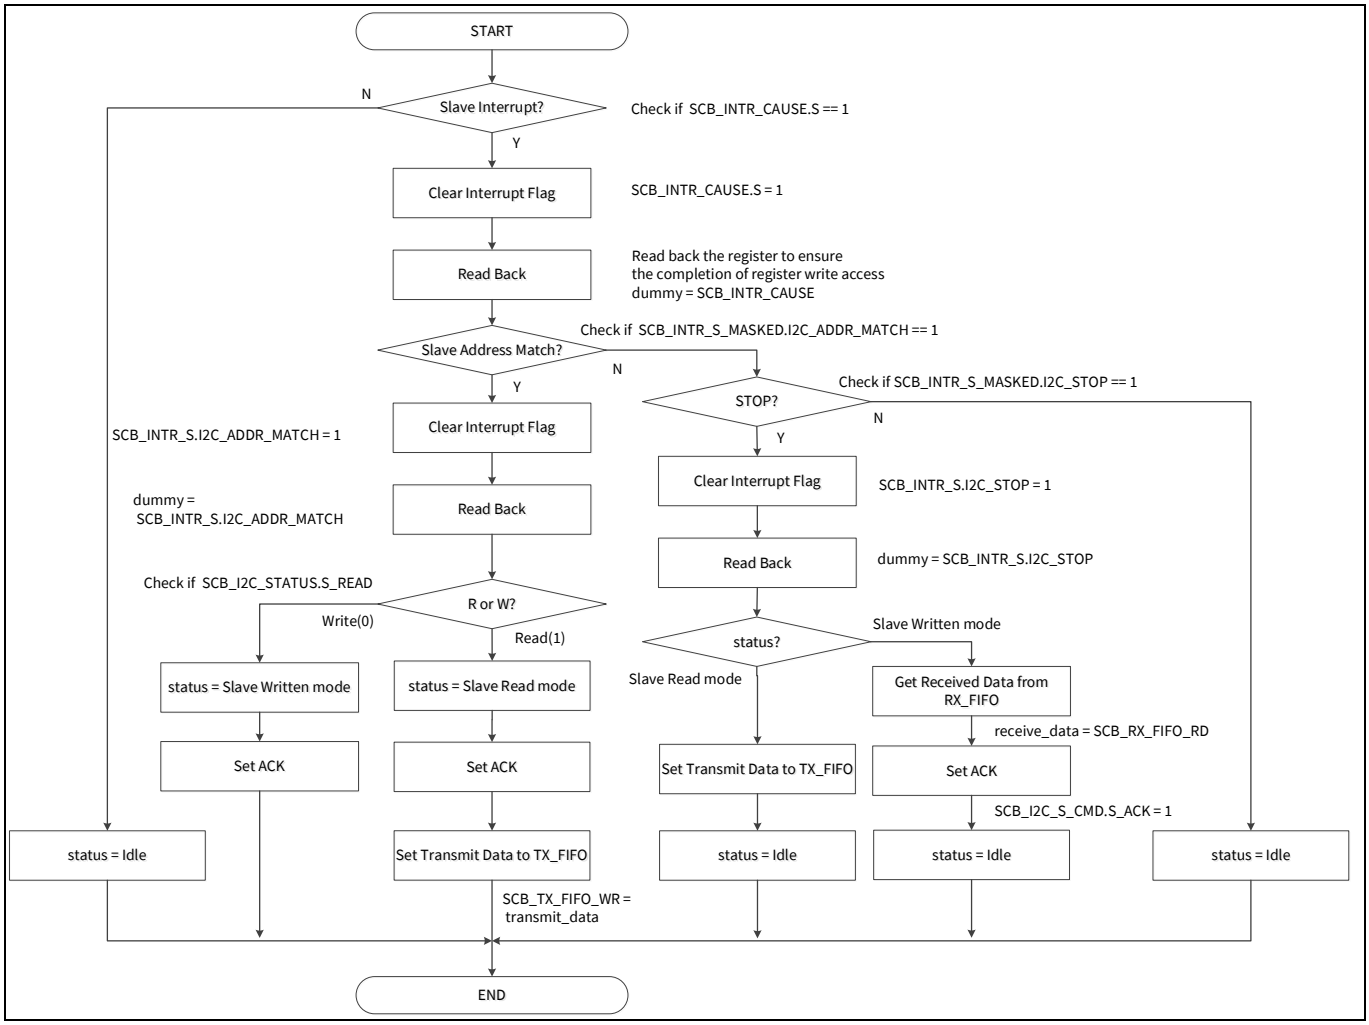

**Figure 26 I²C Slave mode reception interrupt example**
Figure 26 shows an example for I²C Slave reception interrupt.
Figure 26 shows the interrupt procedure.
*Note: Error handling is not explained in Figure 26 and must be handled by the application.*